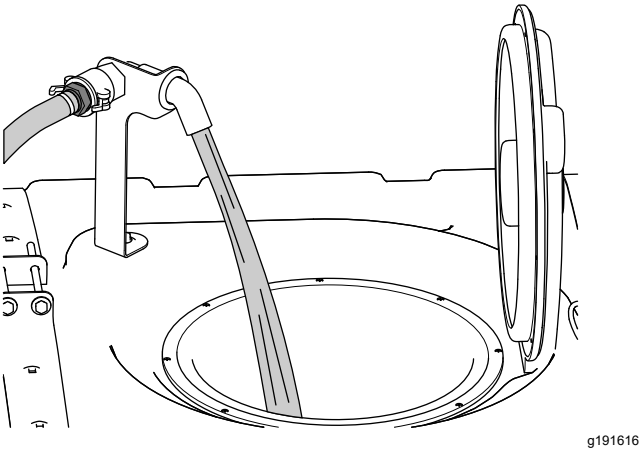

**Figur 30**
5. Tillsätt tre fjärdedelar av den vattenvolym som krävs i grässpridarens tank (Figur 30).